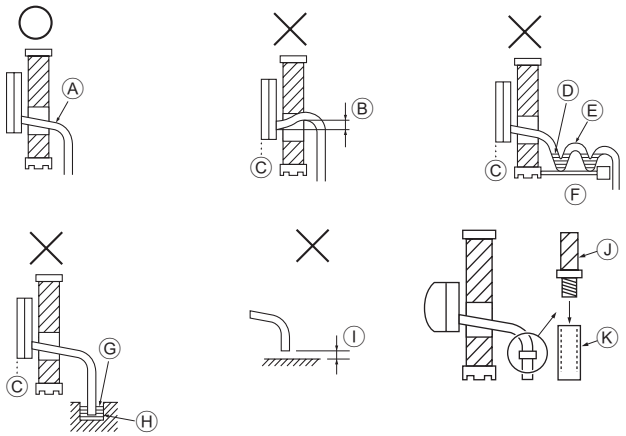

Fig. 5-1
5.1. Verrohrung der Dränage (Fig. 5-1)